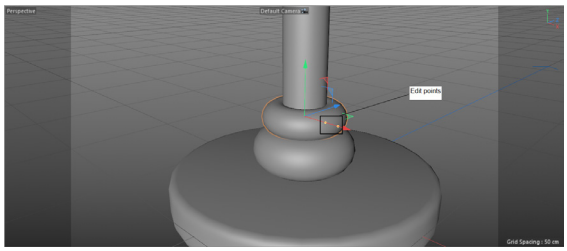

Figure 3-5 *Edit points of bodydesign1.1 moved*
10. Zoom in on *bodydesign1.1* and move both the edit points of *bodydesign1.1* so that it is scaled down. Next, align *bodydesign1.1,* as shown in Figure 3-5.